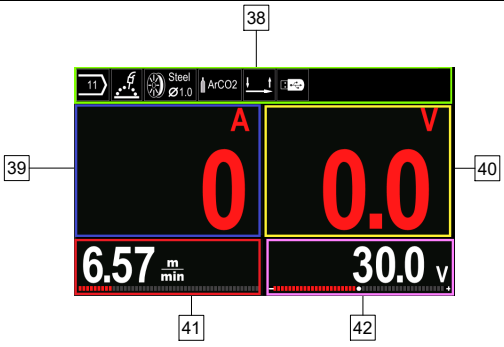
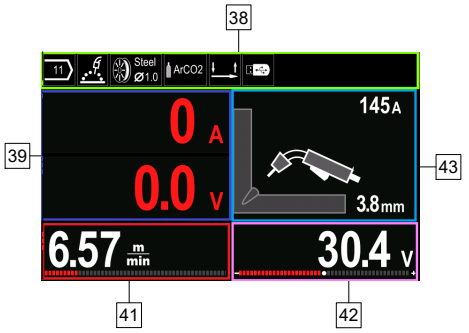

Bild 7.
Bild 8.
- Basic (bild 7).
- PRO (bild 8).
- Välj en av vyerna (Basic – bild 7 PRO – bild 8).